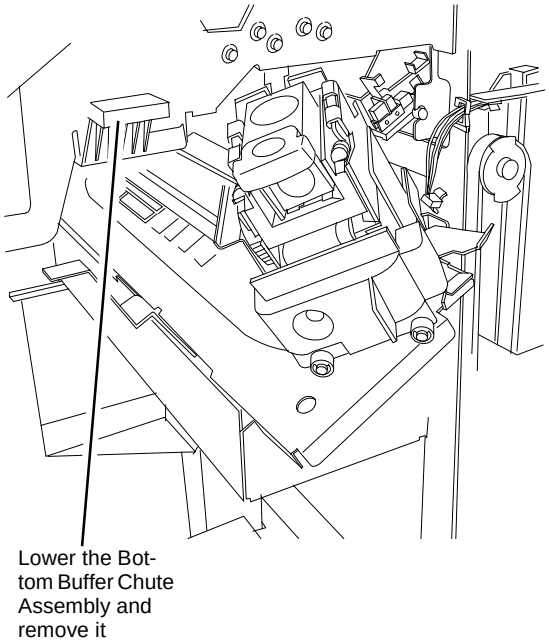

Figure 2 Removing the Bottom Buffer Chute Assembly
6. Remove the Bottom Buffer Chute Assembly (Figure 2).